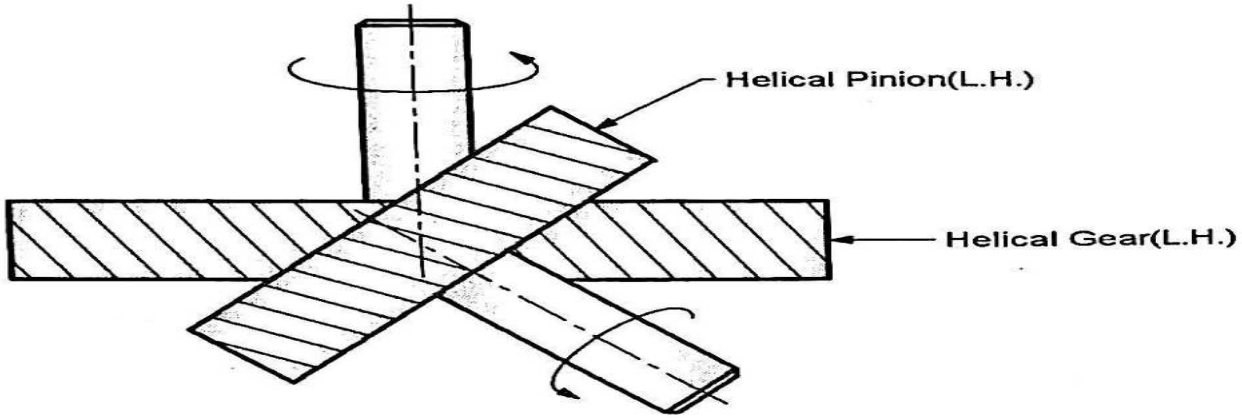

Fig. 2.2 : Crossed Helical Gears
- The crossed helical gears are used for transmitting the motion (or sometimes power) between two non-parallel and non-intersecting shafts, as shown in Fig. 2.2